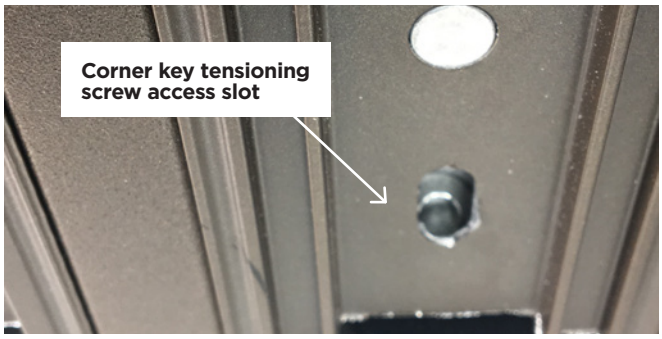

Figure 13
20. Once the corner keys are properly anchored in their location, apply a bead of color match sealant on the unpainted mitered edges of the entire frame profile. Then, adjust the corner key screws through the slotted access holes provided. See **Figure 13**.